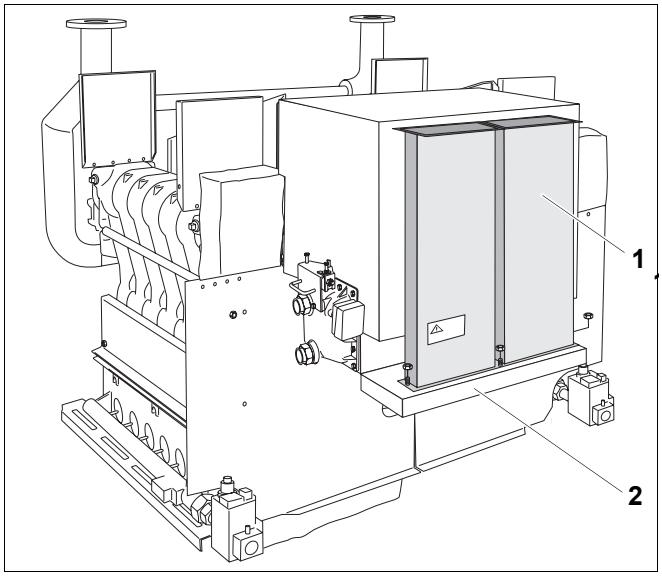

Rys. 59 Montaż kanału spalinowego
- Dobrze przykręcić kanał spalinowy (rys. 59, **poz. 1**) 3 nakrętkami do wanny kondensatu (rys. 59, **poz. 2**).